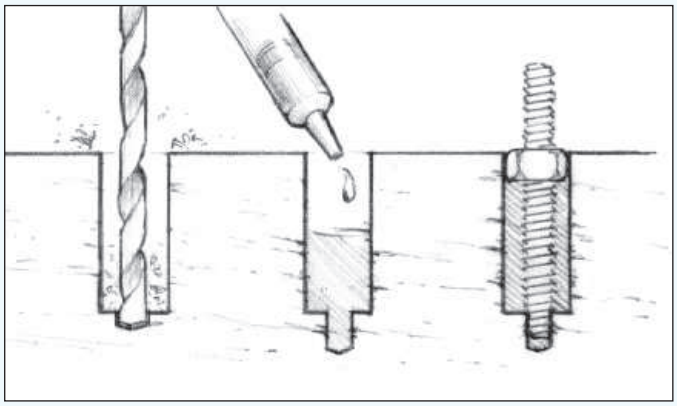

Figur 20 Limma gängad stång/ skruvstift i underlaget som alternativ till beslag som lätt kan avlägsnas
2. Placera en mutter och en bricka på den gängade stången, fyll på med epoxi och för ner fästdonet i hålen. Låt epoxin härda helt innan beslag sätts på och muttrarna skruvas åt (Figur 20).